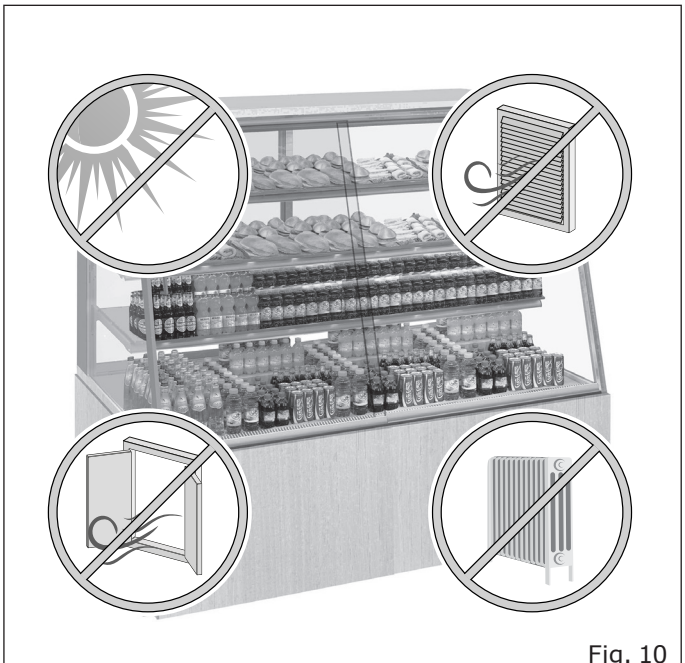

Fig. 10
- Lontano da fonti di calore, dalla radiazione diretta del sole, da porte, finestre, ventilatori e bocche di aerazione ("Fig. 10").